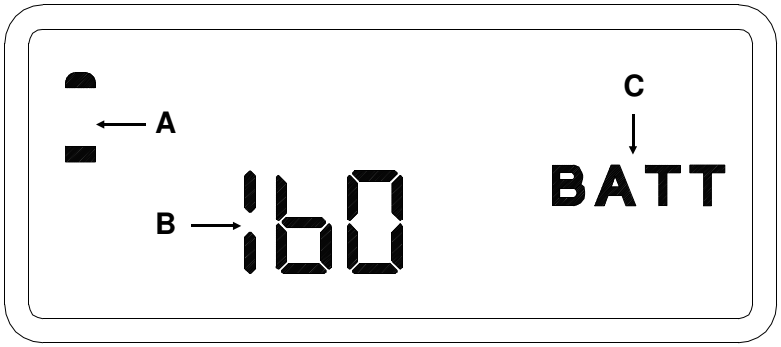

Figure 12
B. The control displays the current through the DC heater measured by the control over a range of 9 to 21 amperes. (Figure 12 indicates 16 amps).